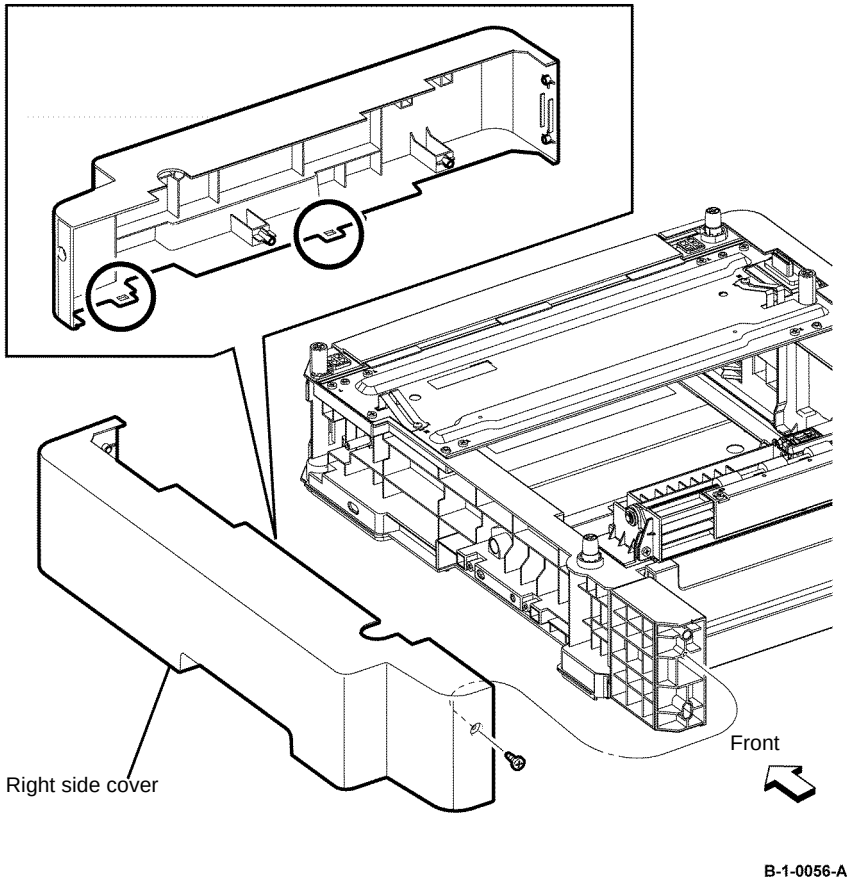

Figure 2 Option feeder right cover removal
3. Remove one screw (silver, tapping, 8mm) that fixes the option feeder right cover, release the two hooks from the bosses, release the six bosses from the holes, then remove the option feeder right cover, Figure 2.